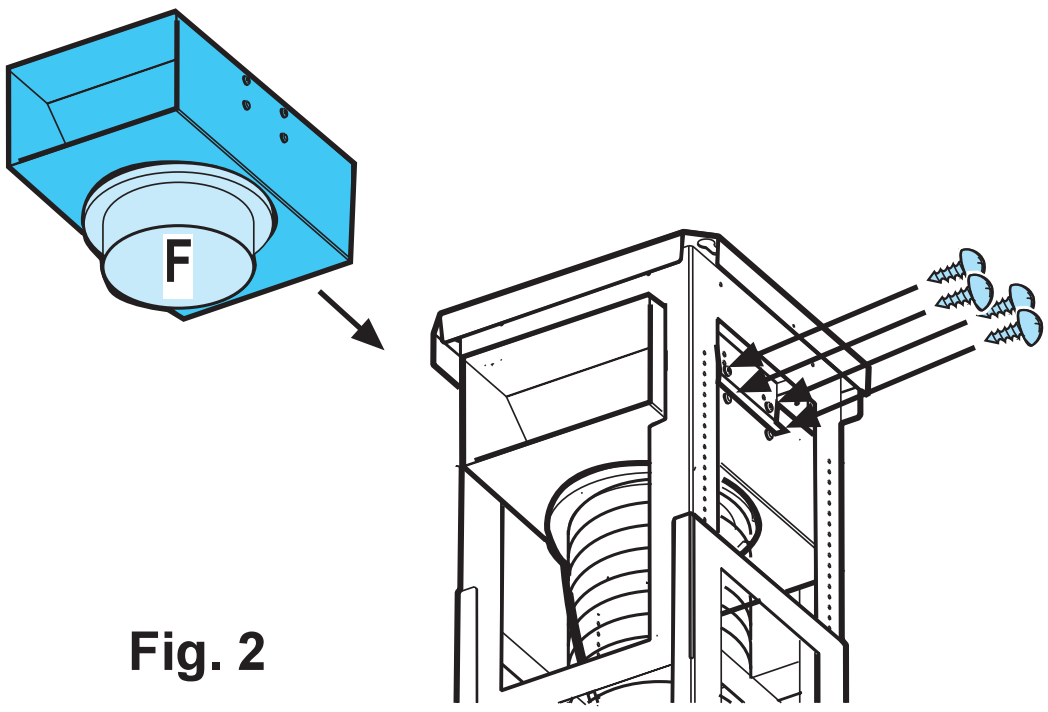

Fig. 2
- Fix the deflector using 4 screws Ø 3.5x6.5 mm. **Fig. 2**.